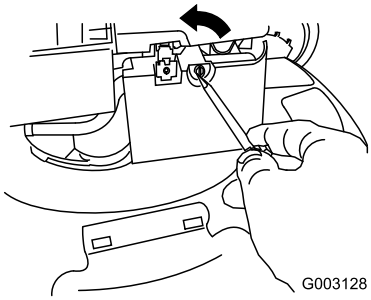

Figur 34
2. Använd en skruvmejsel för att öppna luftfilterskyddet (Figur 34).